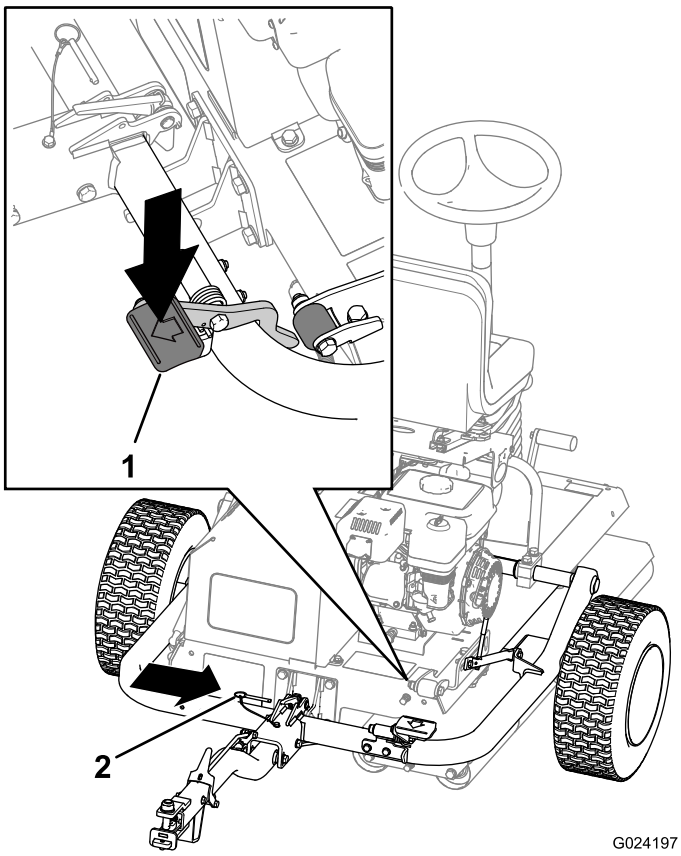

图7
5. 踩到挂钩踏板上、直到挂钩锁入就位（图7）。
6. 插入锁定销（图7）。